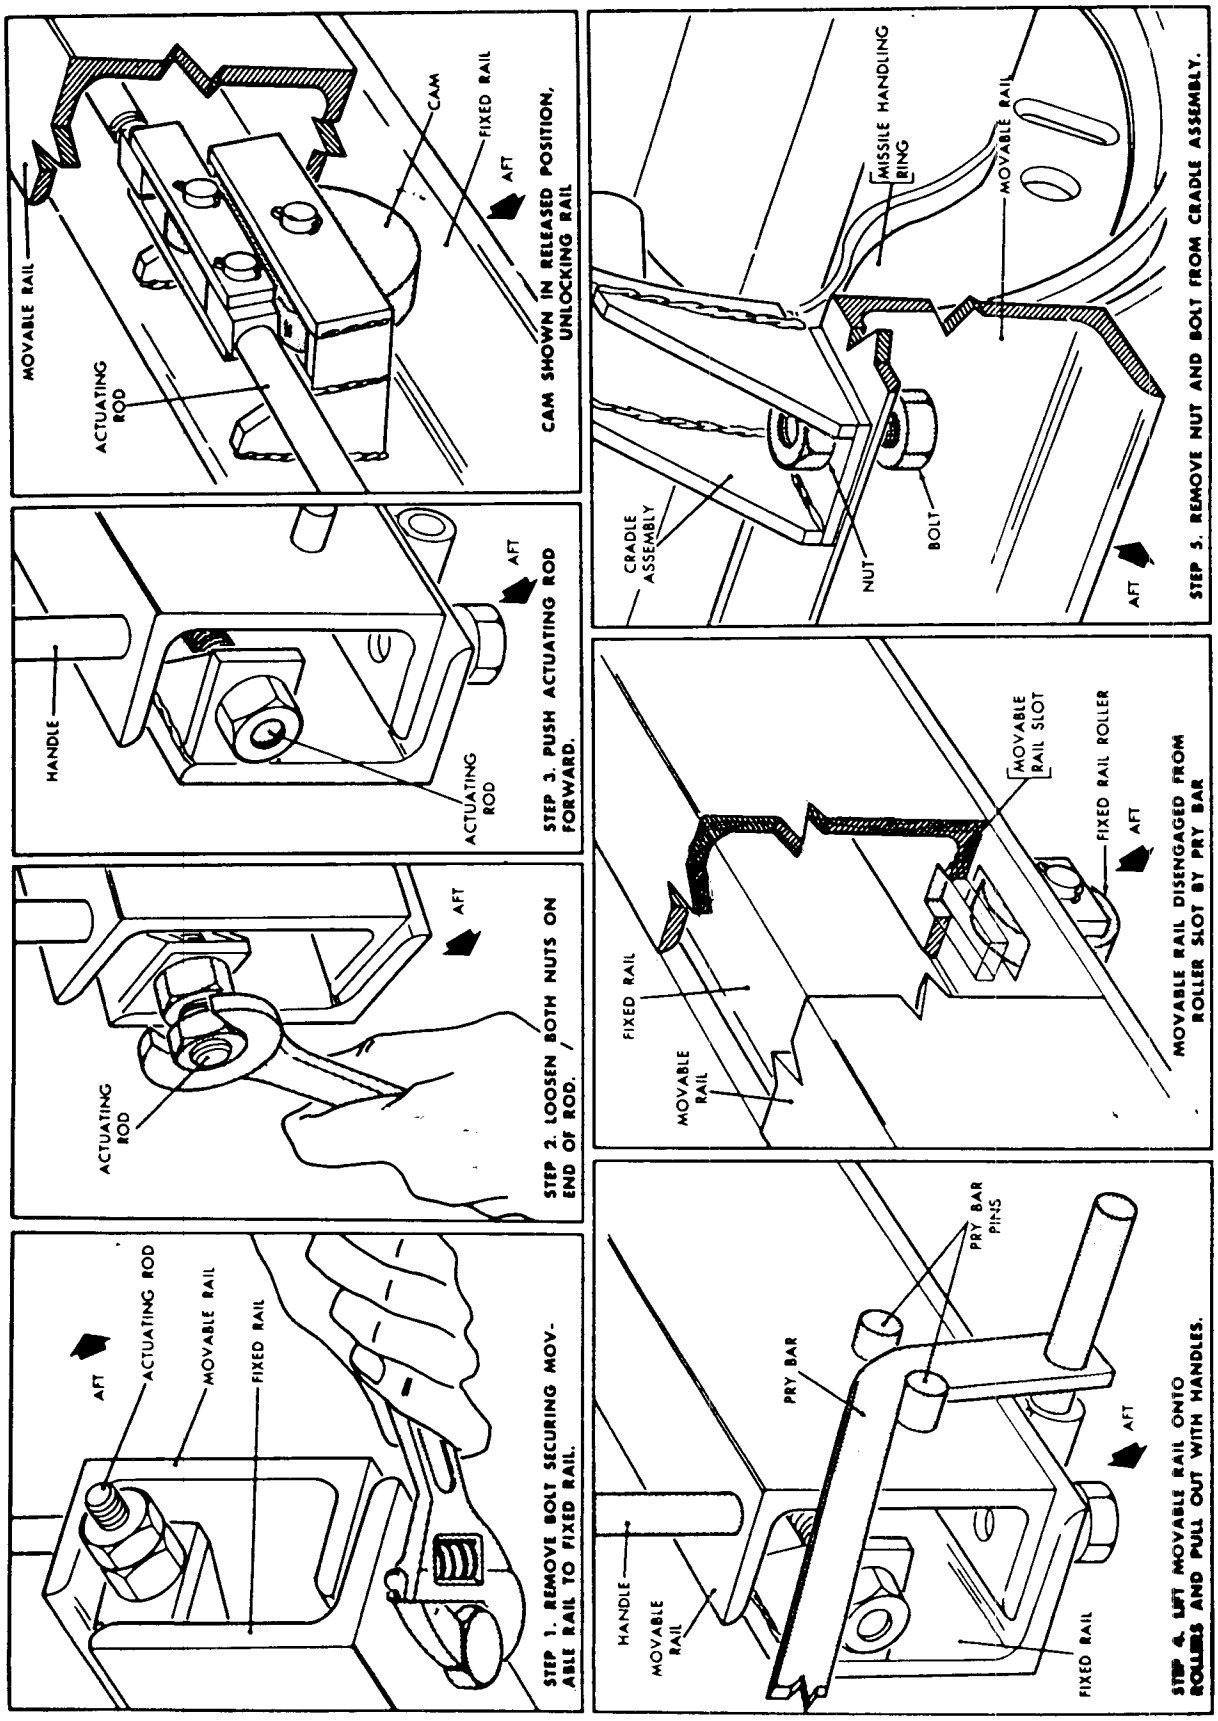

*Figure 152. Removing missile from end-opening container.*
*b. End-Opening Container* (fig. 152).
**5, 6,** and **7** roll the missile out of the container until it reaches the stops. See figure 152 for steps.